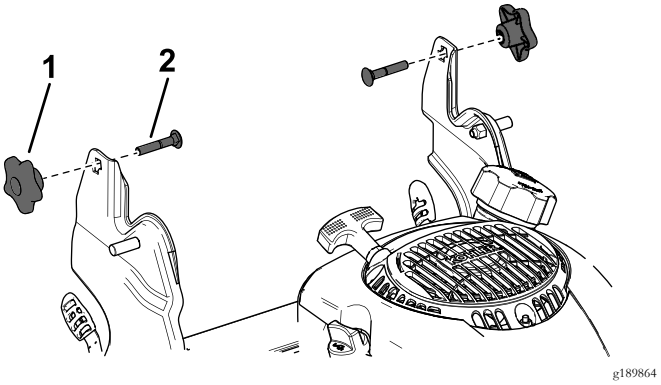

Рисунок 3
1. Снимите и сохраните две круглые рукоятки и два каретных болта с кронштейнов рукоятки (Рисунок 3).